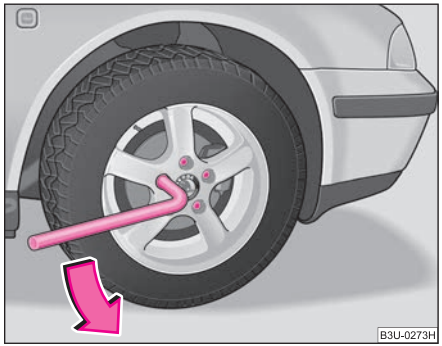

Fig. 194 Changing a wheel: Slackening wheel bolts
– Grasp the end of the wrench and turn the bolt about one turn to the left ⇒ fig. 194.